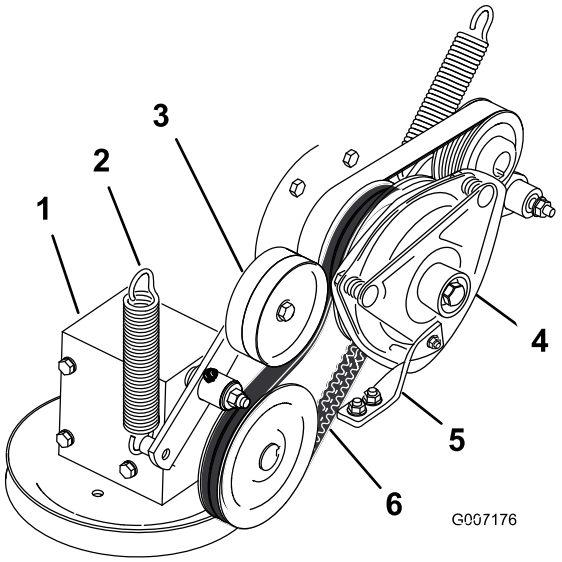

**Figuur 64**
4. Haal de veer van de arm van de spanpoelie (Figuur 64).
7. Leg de nieuwe drijfriem om de koppelingspoelie en de poelie van de tandwielkast (Figuur 64).
9. Monteer de veer op de arm van de spanpoelie (Figuur 64).